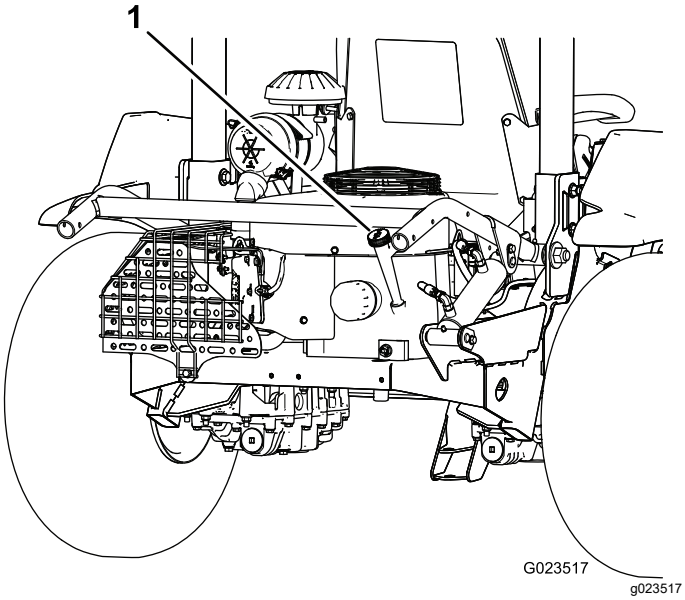
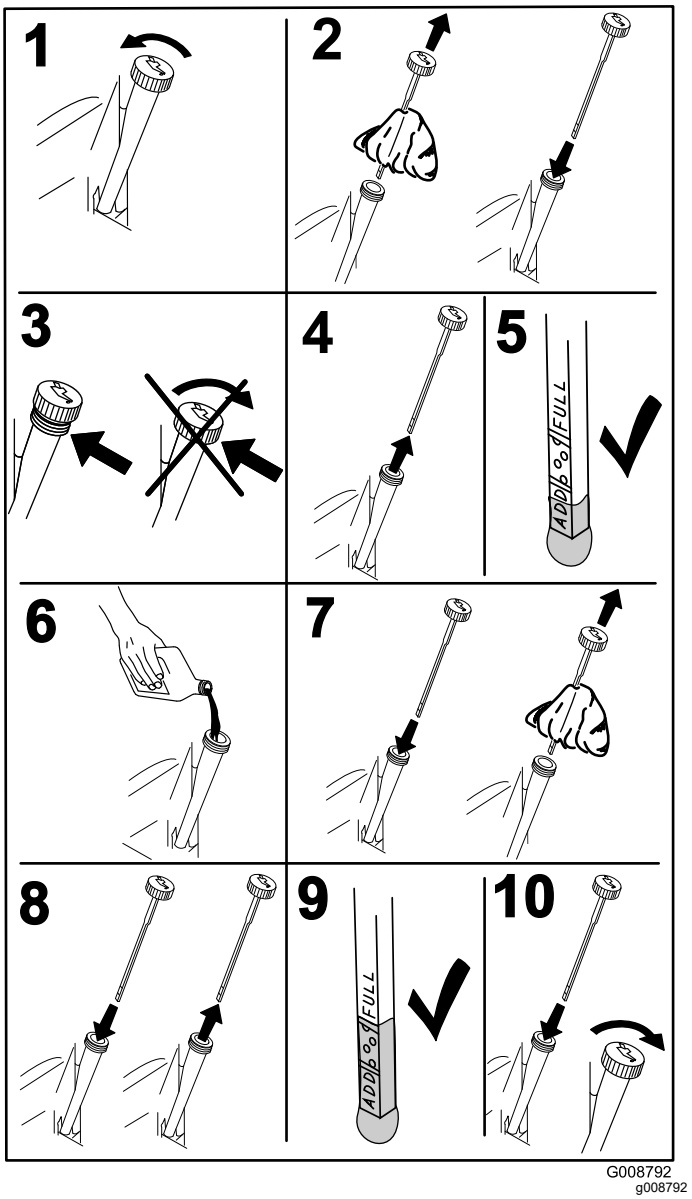

**Figuur 33**
**Figuur 34**
2. Verwijder de peilstok (Figuur 33) en veeg deze af met een schone doek (Figuur 34).